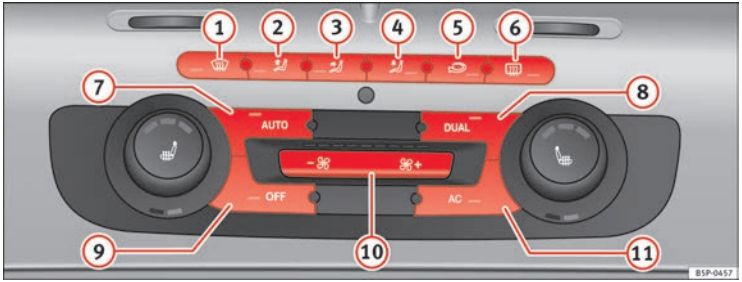

Fig. 130 On the dash panel: 2C Climatronic controls
– Turn the temperature control knobs ⇒ fig. 130 (9) or (14) in order to adjust the temperature on the left hand side or the right hand side respectively.
– Press the AUTO ⇒ page 161, fig. 130 button. “AUTO High” is shown on the radio display (high fan speed).
– Press the AUTO button again ⇒ page 161, fig. 130. “AUTO Low” is shown on the radio display (low fan speed).